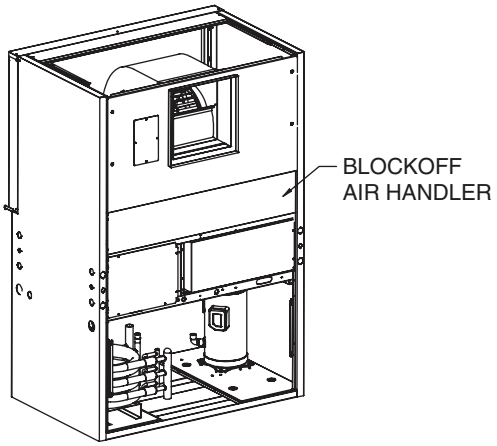

Fig. 15 — Reattach Blockoff Air Handler
12. Reattach blockoff air handler as shown in Fig. 15.